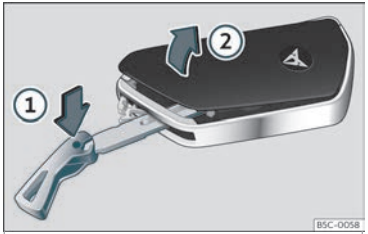

Abb. 72 Fahrzeugschlüssel: Deckel des Batteriefachs öffnen.
• Schlüsselbart in den Schlitz››› **Abb. 72** stecken, in Pfeilrichtung ① drücken und Abdeckkappe abhebeln ②.